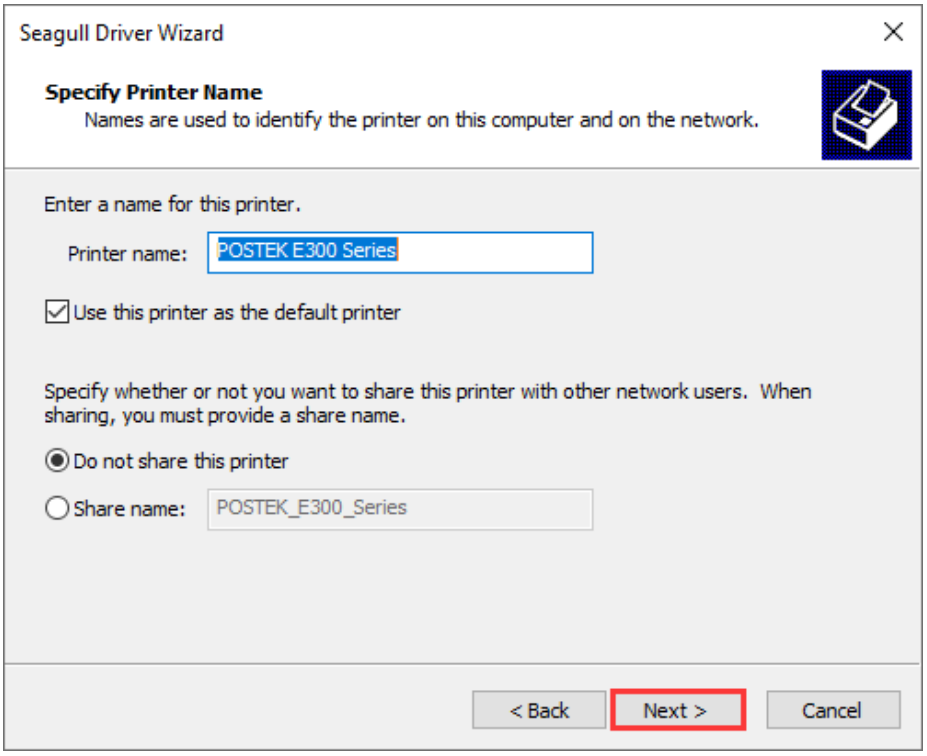

Figure 2-25 Specify Printer Name
8. On the "Specify Printer Name" screen, enter a name for the printer, as shown in Figure 2-25,